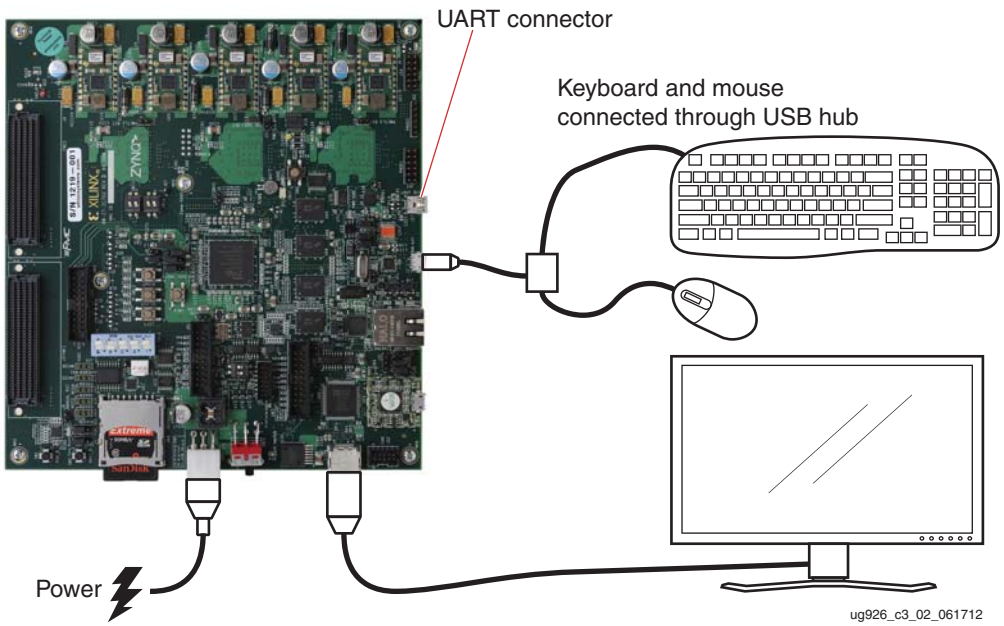

Figure 3-2: **ZC702 Board Setup for a Video Demonstration**
1. Connect the cables as shown in Figure 3-2 to prepare the ZC702 board to run the TRD video demonstration.